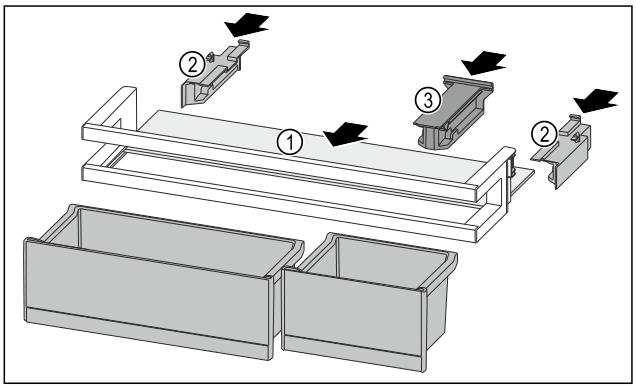

Fig. 103
▶ Introduzca el estante *Fig. 103 (1)* en los huecos laterales.
▶ Inserte las partes laterales *Fig. 103 (2)*.
▶ Inserte la pieza de retención *Fig. 103 (3)*.